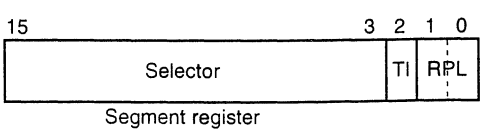

FIGURE 16–19 A segment register showing the selector, T1 bit, and requested privilege level (RPL) bits
Figure 16–20 shows how a sample global descriptor table (GDT), which is stored at memory address 00010000H, is accessed through the segment register and its selector. This table contains four entries. The first is a null (0) descriptor. Descriptor 0 must always be a null descriptor. The